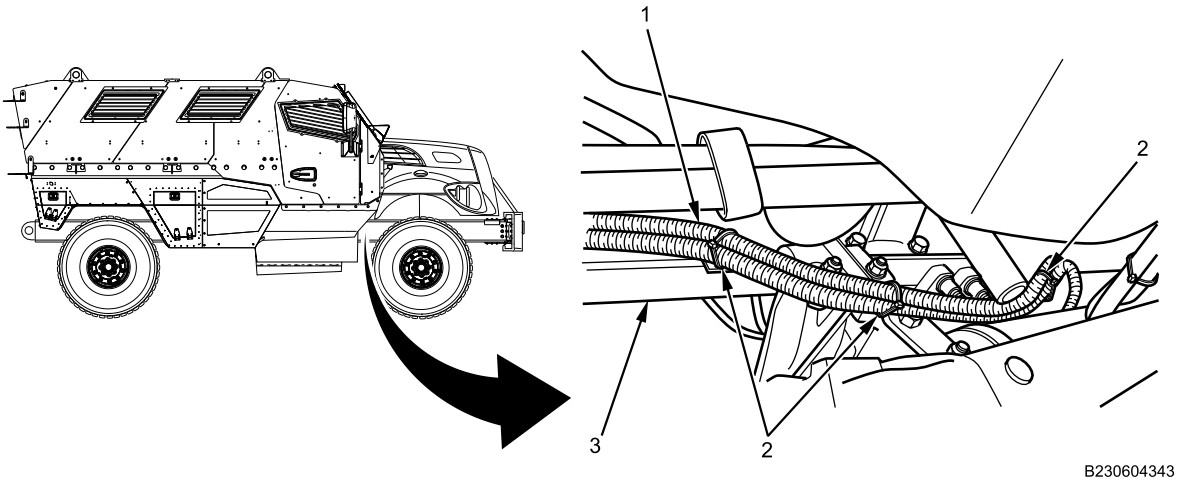

Figure 3. Winch Cables Along Right Side Frame Rail.
3. Remove and discard cable lock straps (Figure 3, Item 2) along inner right side frame rail (Figure 3, Item 3). Remove ground cables (Figure 3, Item 1).